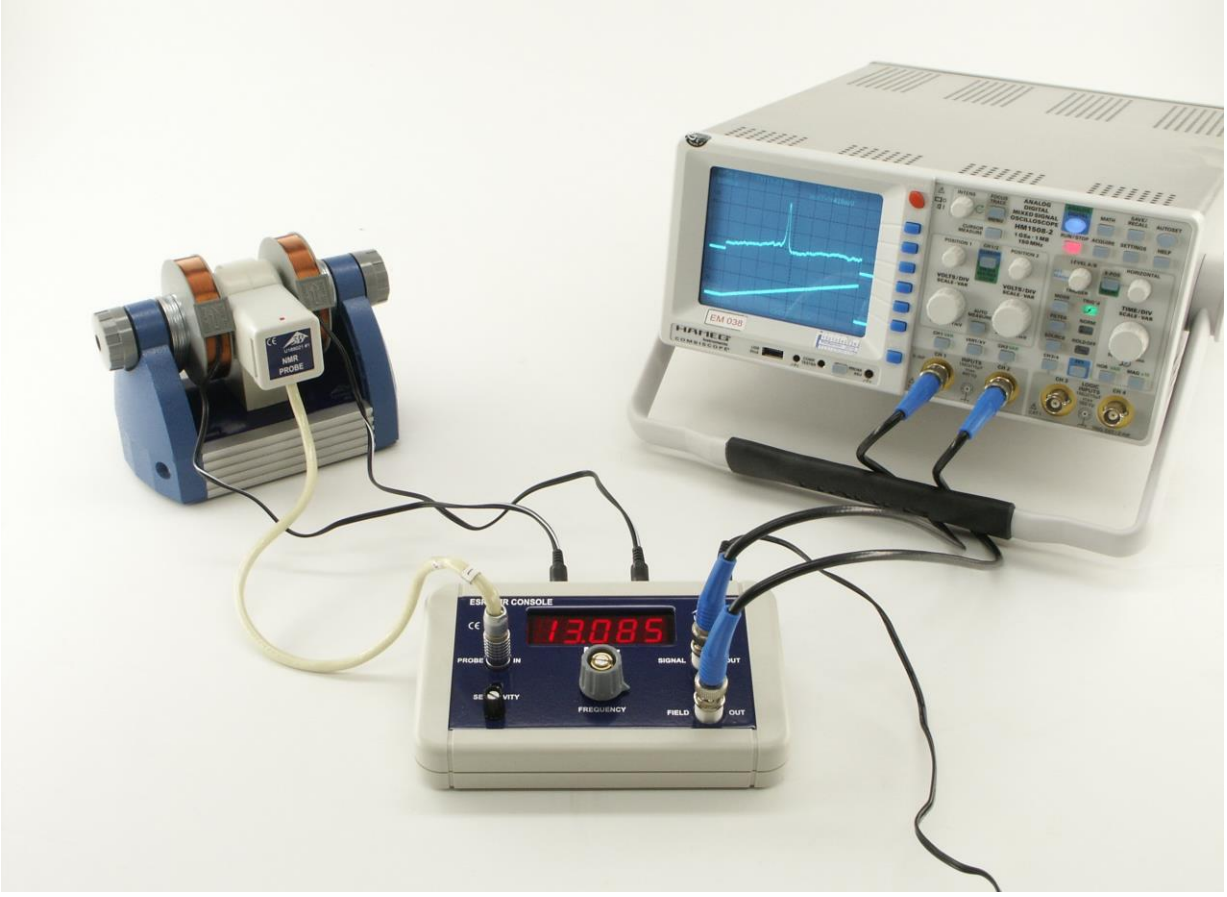

Fig. 12 Experimenteller Aufbau NMR mit einem Oszilloskop
- Ausgang „SIGNAL OUT“ der Steuerkonsole an Kanal 1 des Oszilloskops und Ausgang „FIELD OUT“ an Kanal 2 anschließen (siehe Fig. 12).